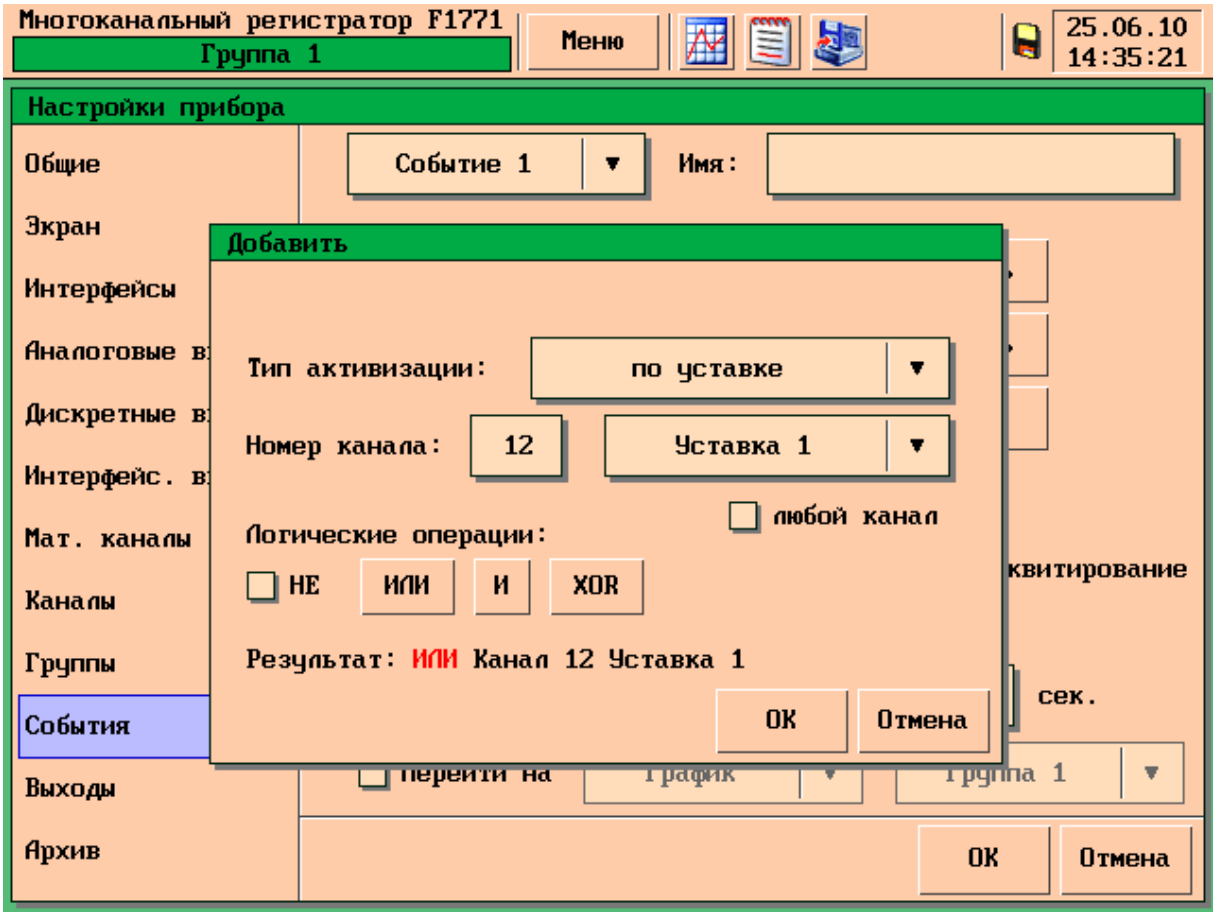

Рисунок 48 – Диалоговое окно для добавления и изменения условий событий
5.11.4 Событие формируется из одного или нескольких условий (до 6). Для добавления нового условия нажмите кнопку «Добавить», далее откроется диалоговое окно с выбором типа активации события (см. рисунок 48).